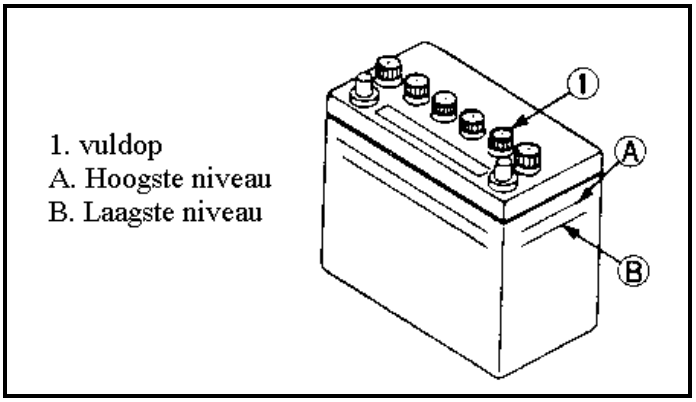
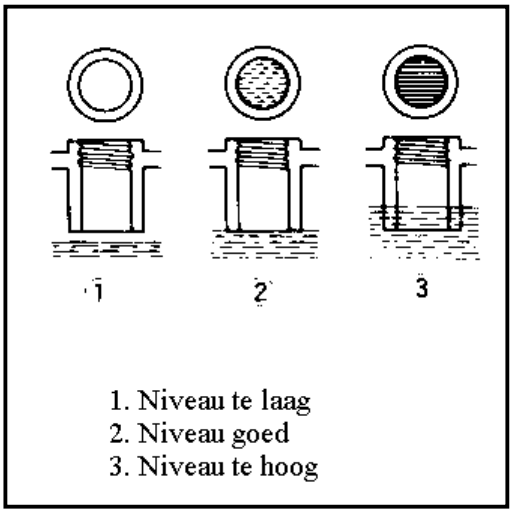

Figuur 6.7 | De accu
Figuur 6.8 | Het niveau van het accuzuur
4. Draai de vulopening open en controleer het vloeistofniveau en vul deze, indien nodig, bij (zie Figuur 6.7 and Figuur 6.8)